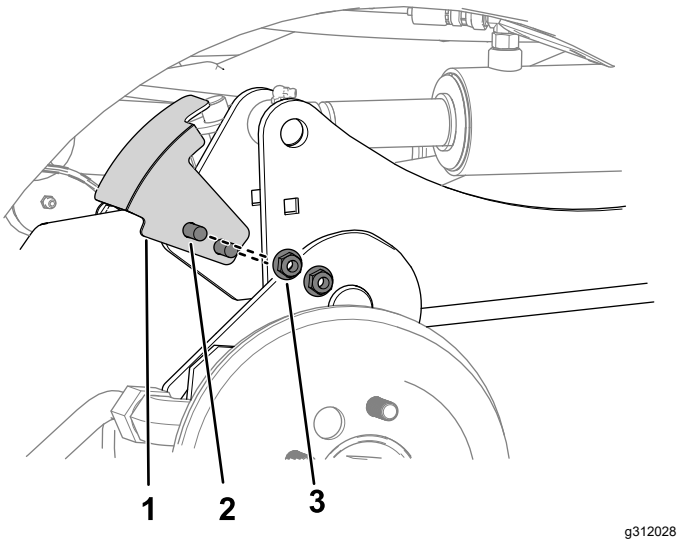

Figura 8
5. Utilice 2 pernos de cuello cuadrado y 2 tuercas (⅜") para sujetar el soporte del sensor al brazo de elevación derecho (Figura 8).